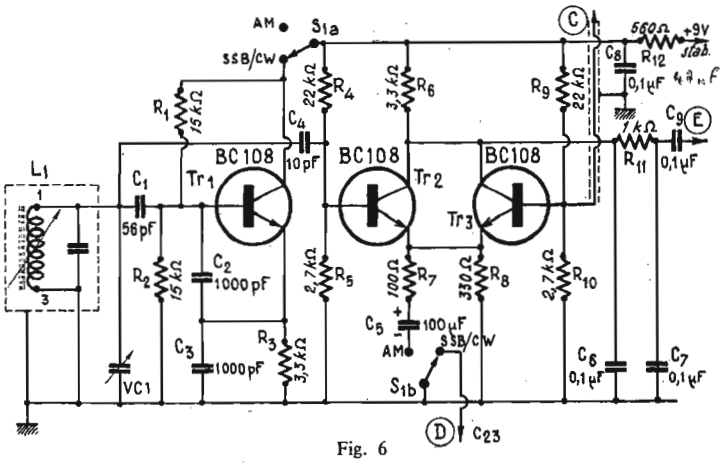
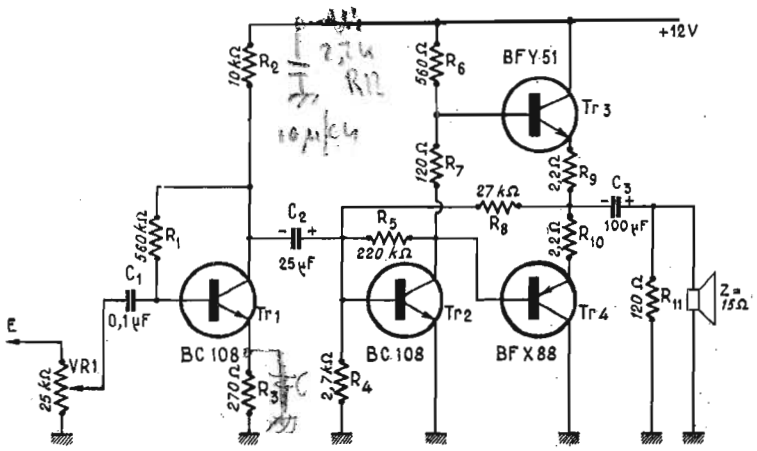

Fig. 6
Fig. 7
La tension de commande de gain automatique ainsi appliquée en plusieurs points permet un excellent contrôle de niveau sans qu'aucun étage se trouve jamais polarisé au « cut-off ». D_2 et C_{23} fournissent la tension d'AGC non retardé (D). A l'écoute de la SSB ou de la télégraphie, ce point est réuni à la masse par le contacteur S_1b (Fig. 6) en même temps que le BFO est mis en fonction par S_1a.
2. Le BFO - Détecteur de produit (Fig. 6).
L'amplificateur BF (Fig. 7). C'est un montage, familier à nos lecteurs, qui fournit 1 W BF, avec un très faible niveau de distorsion, à condition d'être chargé par un haut-parleur de 15 Ω d'impédance. On pourra, comme pour le BFO-détecteur de produit, envisager de réaliser une plaquette imprimée ou utiliser des circuits omnibus vendus dans le commerce (Radio Prim, par exemple) ou rassembler les éléments sur un morceau de
4° Joindre les points C et D des figures 2 et 6 entre eux et la sortie E de la figure 6 à l'entrée correspondante de la figure 7.